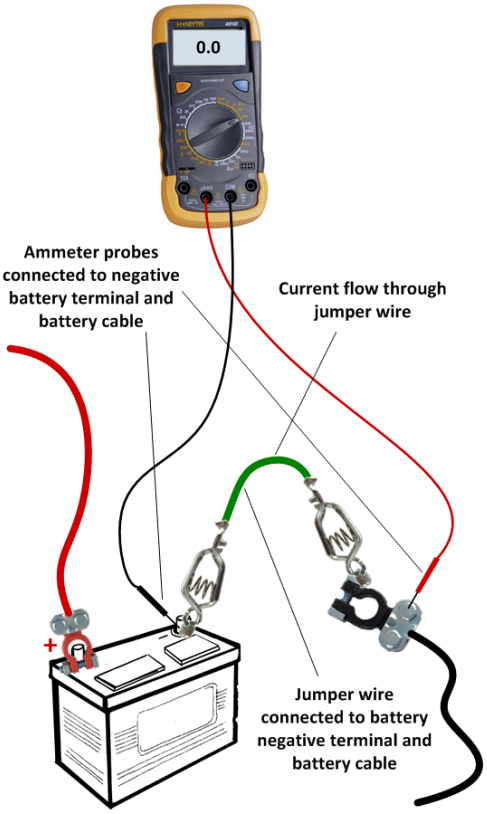

Figure 1
4. Using clips on your ammeter probes connect the ammeter in parallel across the battery terminal and the battery cable. See Figure 1, below. Connect the meter probes in manner that will allow you to disconnect the jumper wire without disconnecting the meter probes. While the jumper is connected, current will flow through the jumper wire as this is the path of least resistance.
5. After turning off the ignition and making the initial connections shown in Figure 1, wait 15 to 20 minutes for the computer to go to sleep.